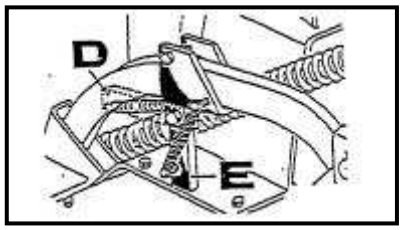

Abbildung 14
- Stützfüße hochklappen (Abb. 14 bzw. 15, Pos. D)
Die Stützfüße müssen während der Arbeit unbedingt hochgeklappt sein. (Abb. 14 bzw.15, Pos. D).